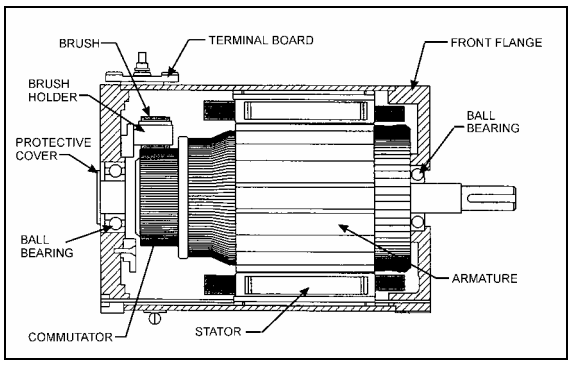

FIGURE 27: CONDENSER FAN MOTOR 22180
Two fan motors (Fig. 27), 28.5 V - (0.6 HP - 0.42 kW) and cages are installed in the condenser compartment on R.H. side of vehicle in order to ventilate the condenser coil. They are mounted on a support, fastened to the floor. The fans pull outside air through the condenser coil and discharge it through an opening at bottom of compartment. When temperature drops inside condenser, the pressure in the refrigerant line also drops and it is, therefore, no longer required to cool condenser. Consequently, when pressure drops to 130 psi, the motors will run at low speed and if the pressure continues to drop to 90 psi, a pressure switch stops the motors so that fans do not operate needlessly. When pressure rises to 120 psi, the pressure switch reactivates the motors. If the pressure rises to 170 psi, the motors will switch to high speed.
2. Unscrew the flange retaining screws on the shaft end side (opposite to the commutator end frame), and separate flange from frame (Fig. 27).